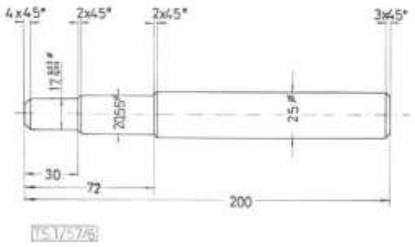
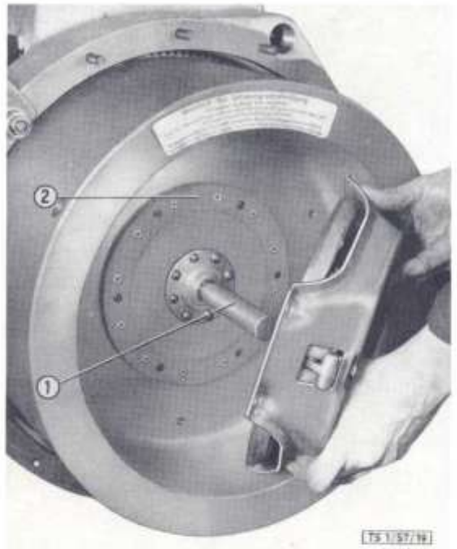

Bild 87: **Zentrierdorn** (zur Selbstanfertigung)
Bild 89: **Montieren der Kupplung**
1. Kupplungsscheibe mit der langen Seite der Nabe (77/4) zuerst auf den Zentrierdorn (Bild 87) aufschieben und diesen in das Kugellager des Schwungrades einstecken (Bild 89).